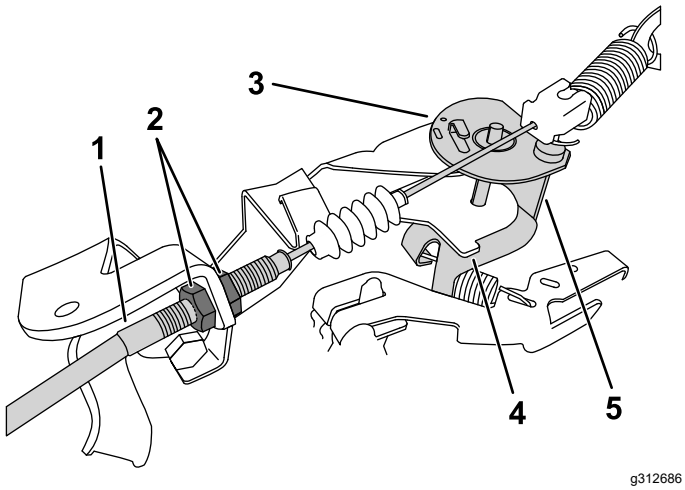

Figur 36
3. Öka låg tomgång genom att lossa den främre kontramuttern och dra åt den bakre kontramuttern vid gasvajern (Figur 36).